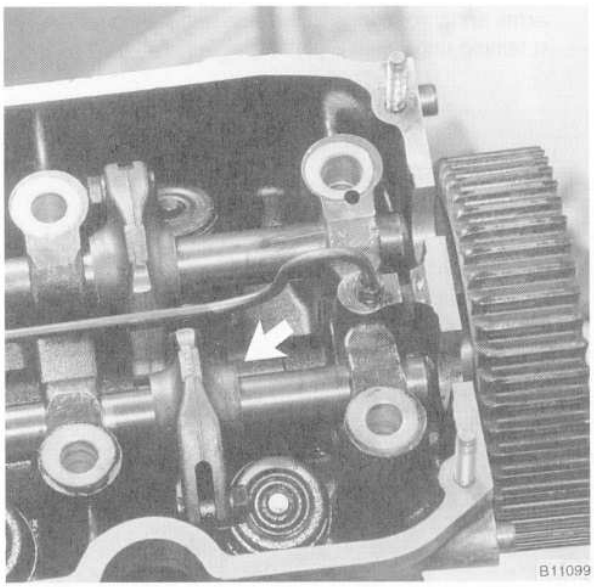

Fig. 21. Rocker arm positioned (**arrow**) for removal of exhaust-side rocker arm shaft.
8. Using the rotor adaptor mounting bolt, rotate the camshaft clockwise until the no. 6 intake and exhaust valves are both open (overlapped). Slide the no. 1 exhaust-side rocker arm off the top of the valve. See Fig. 21.